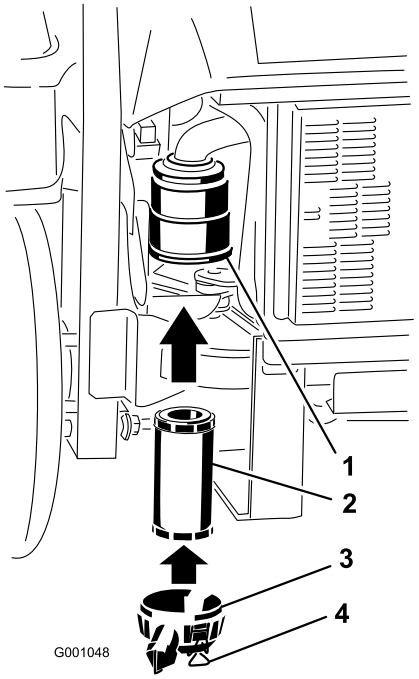

Figuur 31
2. Schuif het filter voorzichtig in het filterhuis (Figuur 31). Zorg ervoor dat het filter volledig vastzit door de buitenring van het filter tijdens de montage aan te drukken.
3. Monteer het luchtfilterdeksel en vergrendel dit (Figuur 31).